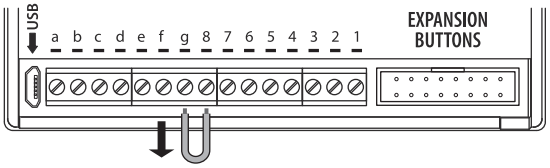

Fig. 61
4. After the 4th beep remove the short, as shown in **Fig.61**.